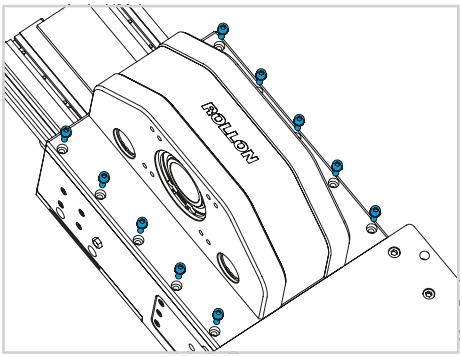
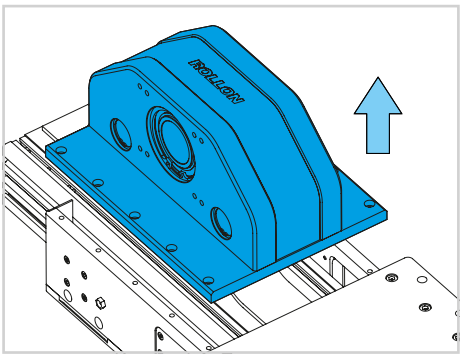

图 13
图 14
7) 松开固定驱动头板的螺丝，将驱动头从执行机构上拆下来。从驱动头上拆下旧传动带（见图 13 和图 14）。